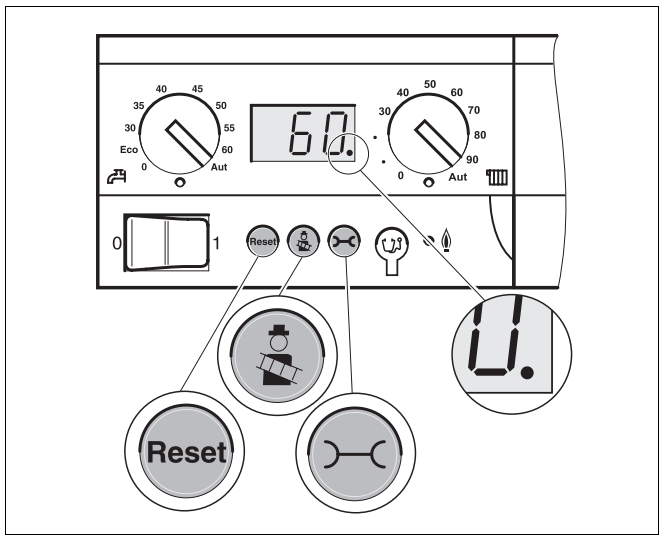

Rys. 33 Sterownik bazowy Logamatic BC10
- Wyłączyć instalację grzewczą przy pomocy włącznika głównego (rys. 33).
- Włączyć instalację grzewczą przy pomocy włącznika głównego (rys. 33).
- Uruchomić test spalin na sterowniku bazowym Logamatic BC10, naciskając przycisk "Test spalin" tak długo, aż na wyświetlaczu pojawi się kropka oznaczająca miejsca dziesiętne (rys. 33).
- Nacisnąć jednocześnie przyciski "Test spalin" i "Stan pracy" przez ok. pięć sekund, aby przejść do trybu pracy z mocą częściową (rys. 33). Na wyświetlaczu pojawia się "Lxx" (np. L80).
- Przy pomocy przycisku "Test spalin" (rys. 33, zwiększanie wartości) lub przycisku "Reset" (rys. 33, zmniejszanie wartości) ustawić kocioł grzewczy na moc częściową "L40".
- Nacisnąć przycisk "Stan pracy" (rys. 33, strona 47) tyle razy, aby na wyświetlaczu pojawiło się wskazanie temperatury.
- Nacisnąć przycisk "Test spalin" (rys. 33, strona 47), aż na wyświetlaczu zgaśnie kropka oznaczająca miejsca dziesiętne.
- Wyłączyć instalację grzewczą przy pomocy włącznika głównego (rys. 33, strona 47).
- Włączyć instalację grzewczą przy pomocy włącznika głównego (rys. 33, strona 47).